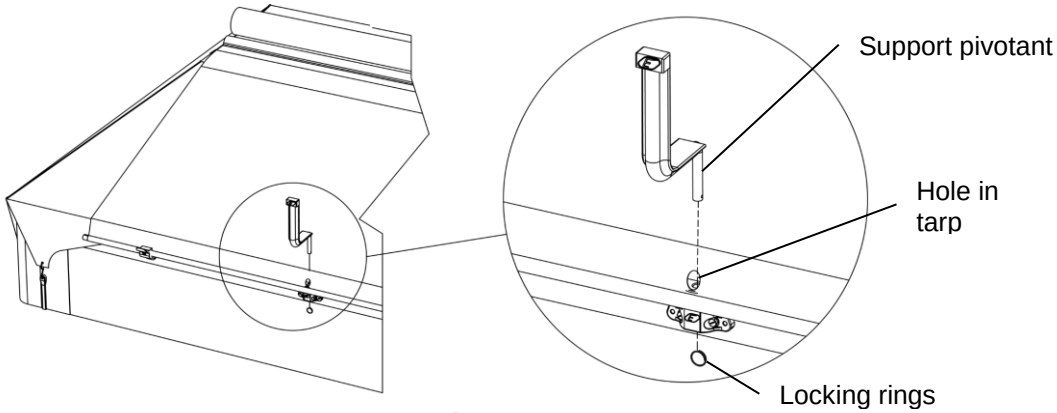

Figure 11
9. **Figure 11.** For each SH2 block, drill a small hole in the tarp right at the level of the weld joint.